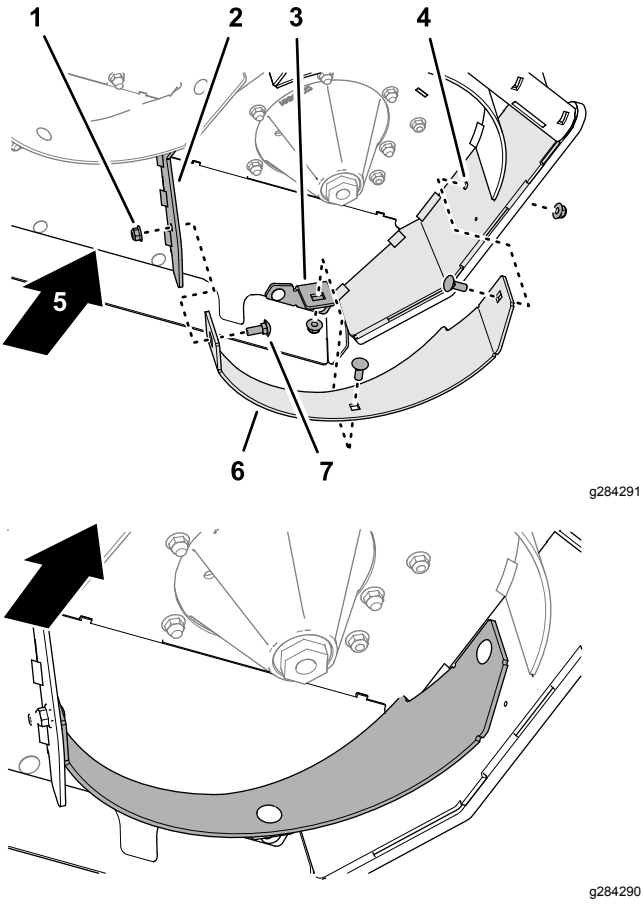

Figure 24
5. Align the holes in the left baffle with the hole in the left side plate of the mower deck, the hole in the left baffle support, and the hole in the left divider as shown in Figure 24.
6. Assemble the left baffle to the mower deck side plate, the baffle support, and the divider (Figure 24) with 3 carriage bolts (3/8 x 1 inch) and 3 flange locknuts (3/8 inch).